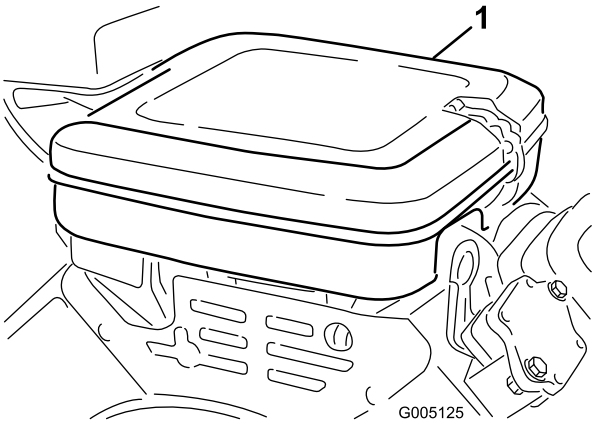

Figur 40
1. Rengör kåpan ordentligt (Figur 40).